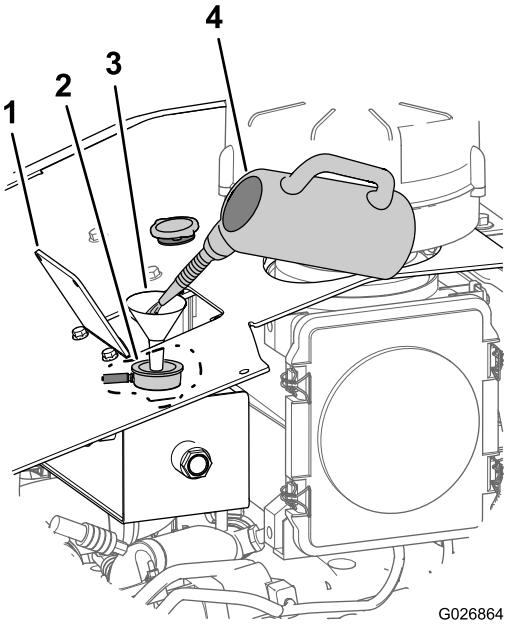

Bild 101
B. Füllen Sie Reinigungslösung für die Kühlanlage durch den Füllstutzen des Ausdehnungsgefäßes in die Kühlanlage ein (Bild 101).